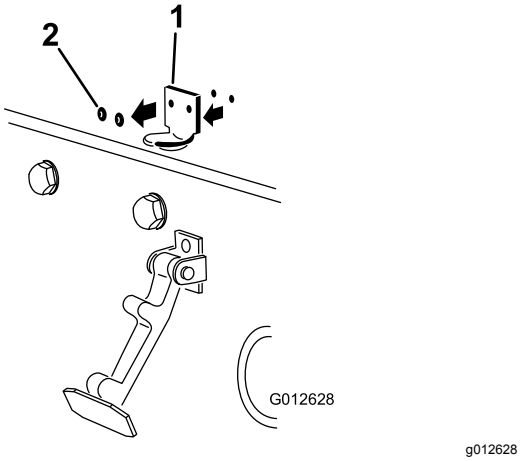

**Figur 3**
2. Ta bort de två (2) nitarna som fäster motorhuvslåsfästet på motorhuven (Figur 3). Avlägsna fästet från motorhuven.